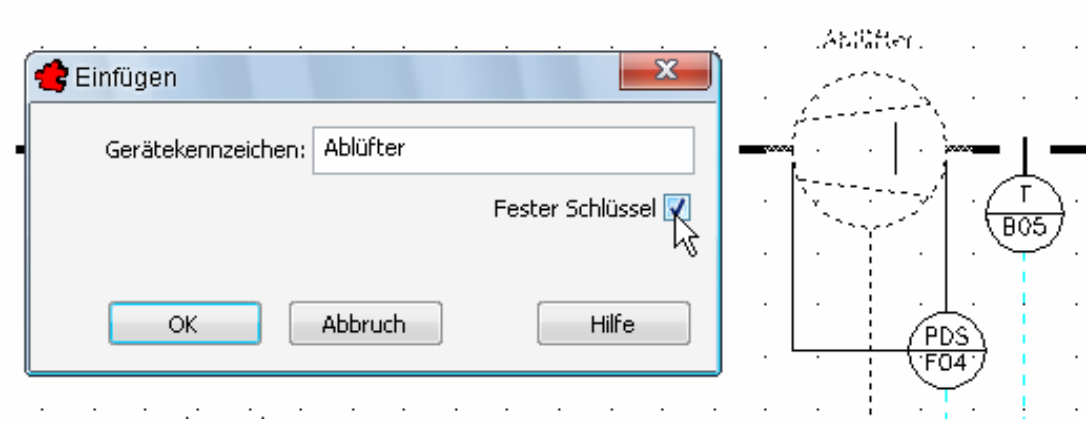

Bild 4.18 – Festlegen des Schlüssels
- falls der Schlüssel nicht festgelegt wurde (Abb. 4.18)